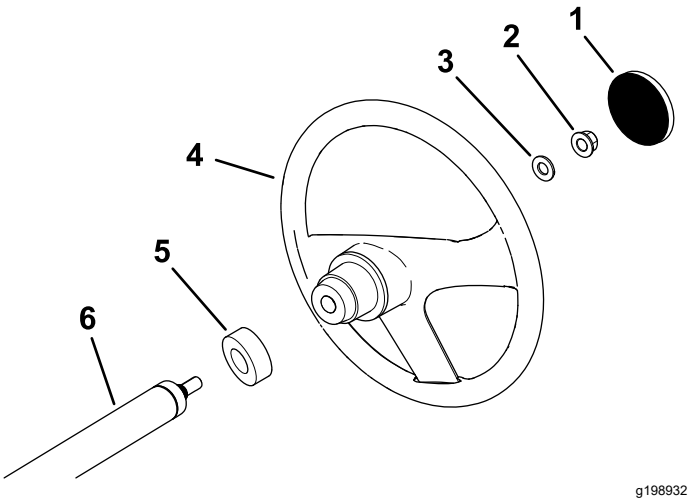

Figur 3
1. Fjern dækslet fra navet på rattet, hvis det er monteret (Figur 3).
2. Afmonter låsemøtrikken (½") fra ratakslen (Figur 3).
3. Skub rattet, støvdækslet og spændeskiven (½") på ratakslen (Figur 3).
5. Monter dækslet på rattet (Figur 3).